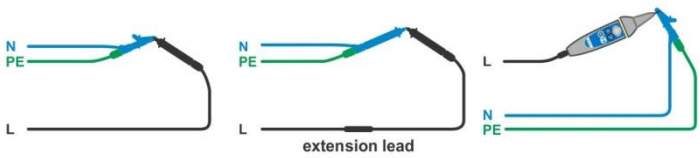

Figure 4.25: Shorted test leads
- Connect test cable to the instrument and short the test leads together, see ***Figure 4.25***.